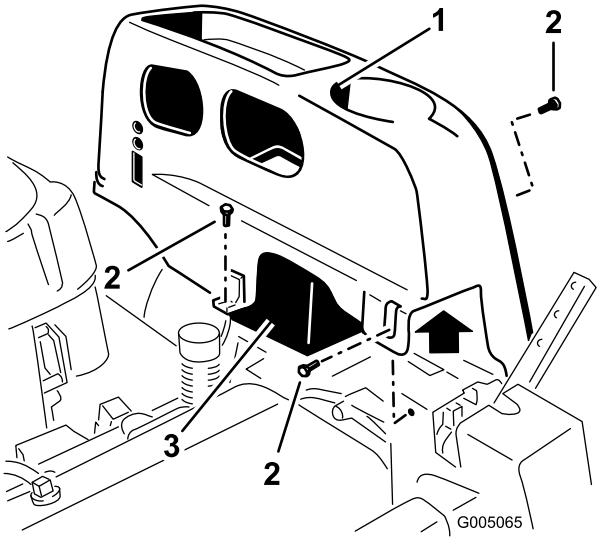

Figur 23
2. Fjern festene med TORX®-hode (T25) som fester venstre deksel til rammen som vist i Figur 23.